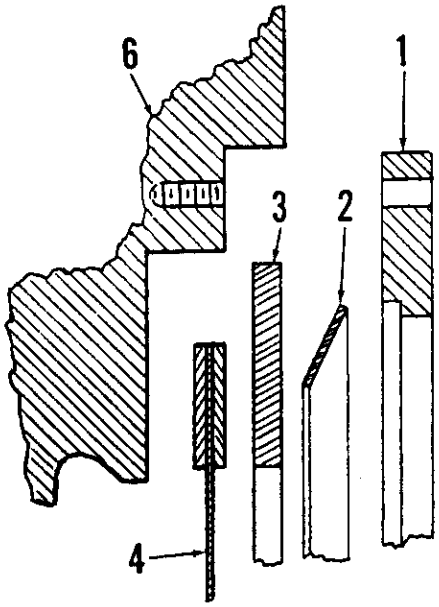

Fig. 253–Cross-sectional view showing placement of Belleville spring washer (2). Flywheel is (6); refer to Fig. 252 for parts identification.
Fig. 252–Exploded view of typical torque limiting clutch assembly. Refer to Fig. 253 for cross-sectional view showing proper installation of the Belleville (spring) washer (2).
When reassembling, be sure that the concave side of the Belleville washer (2) is towards the clutch cover (1) as shown in Fig. 253. The clutch disc is piloted in the flywheel, thus no aligning pilot is required. Tighten the clutch cover retaining cap screws to a torque of 25-30 Ft.-Lbs.